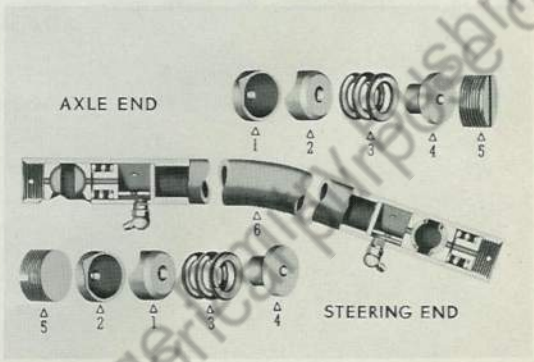

Fig. 22 Steering Gear Drag Link
Drag link can be removed as a unit without disturbing pitman arm or axle steering arm with which link connects. When removing steering gear, it is only necessary to disconnect drag link from pitman arm. Procedure is as follows: Refer to Fig. 22.
2. Pull end of drag link off pitman arm ball stud as an assistant inside cab turns steering wheel to loosen stud in link. If link does not slip off stud easily, ball seats (1, 2, Fig. 22) may have turned in link so ground slot is out of position. Check, and if this has occurred, insert a screw driver or similar tool at ball and re-position ground slot.
1. Connect end of drag link, with hole for ball stud located closest to end of link, Fig. 22, to axle steering arm.
2. Be sure drag link end is thoroughly lubricated. Then adjust as described under "Adjustment," Paragraph 4. Ground slot in ball seats (1, 2, Fig. 22) must fit around ball stud above ball. Check this by looking at parts as adjustment is made.
Drag link is one piece tubular type. Only the drag link ends can be disassembled. Ball seats, springs, spring plug and screw plug, Fig. 22, are identical in both ends of link but relative location of parts is different. At axle end, spring and spring plug fit between bottom of socket and ball seat. At steering gear end, spring and spring plug fit between ball seat and screw plug. This method of assembly relieves road shock from steering gear in both directions.
2. Remove screw plug and hold drag link on end so end parts will drop out. These in order are: Spring plug, spring, outer ball seat, and inner ball seat, Fig. 22.
Before starting to assemble drag link ends, study Fig. 22 to assure assembling parts in correct relative positions.